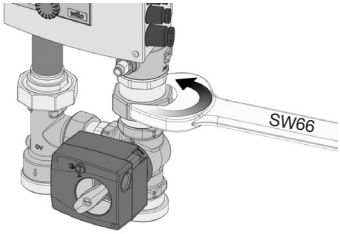
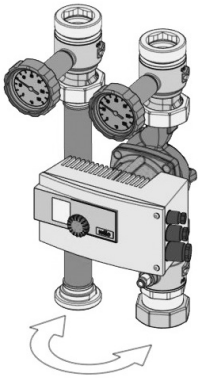

Fig. 7
Fig. 8
2. „Regumat M3-180 plus“: Desfaceți piulițele olandeze ale ventilului de amestec cu 3 căi cu ajutorul unei chei fixe cu cap deschis de mărimea 66 și demontați ventilul de amestec. Înlocuiți între ele coloana de pompare și țeava de legătură (fig. 7, fig. 8).
3. „Regumat S-180 plus“: desfaceți coloana de pompare și coloana cu ventilul de sens de pe suportul de perete și înlocuiți-le între ele (fig. 8).